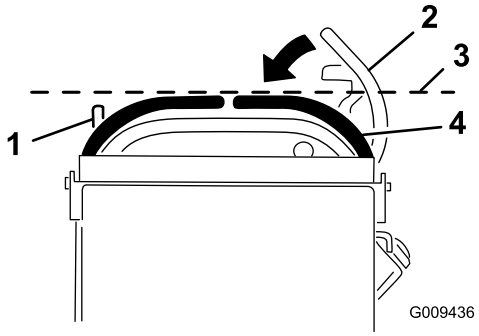

**Figuur 68**
3. Duw de rechterrijhendel omlaag uit de vergrendelde neutraalstand (Figuur 68).
4. Controleer of de rechterrijhendel horizontaal uitgelijnd is met de linkerrijhendel (Figuur 68).